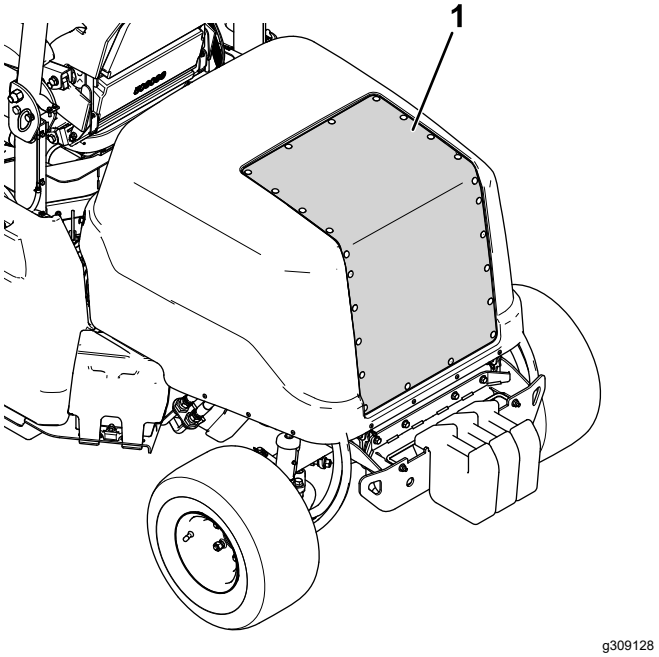

Bild 69
2. Reinigen Sie das Luftansauggitter mit Druckluft (siehe Bild 69). Richten Sie dabei die Druckluft vom Motorinnenraum nach außen.